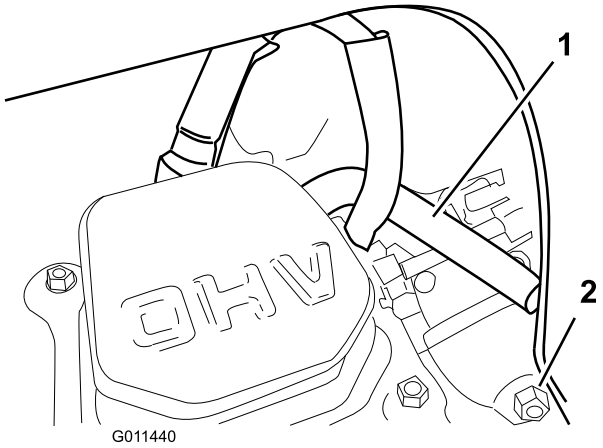

Rysunek 36
Informacja: Dopilnuj, aby rura odpowietrznika została poprowadzona nad kablem świecy zapłonowej, jak pokazuje Rysunek 36.
6. Spuść paliwo w gaźniku przez śrubę spustową (Rysunek 36) do atestowanego kanistra na benzynę.